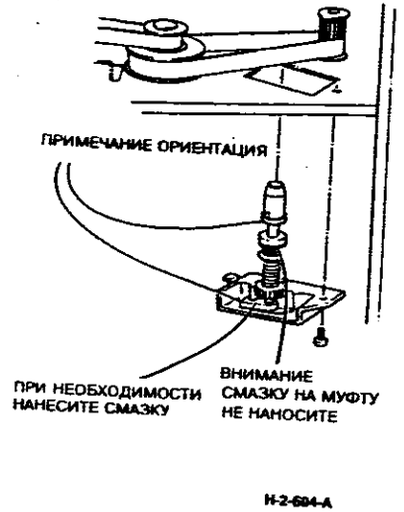

**Рисунок 5. Проверки при установке**
3. (Рисунок 5) При необходимости нанесите немного смазки на крючок так, чтобы он не выпадал при установке узла шестерен. Проверьте, что нижний и верхний крючки расположены под одним и тем же углом.